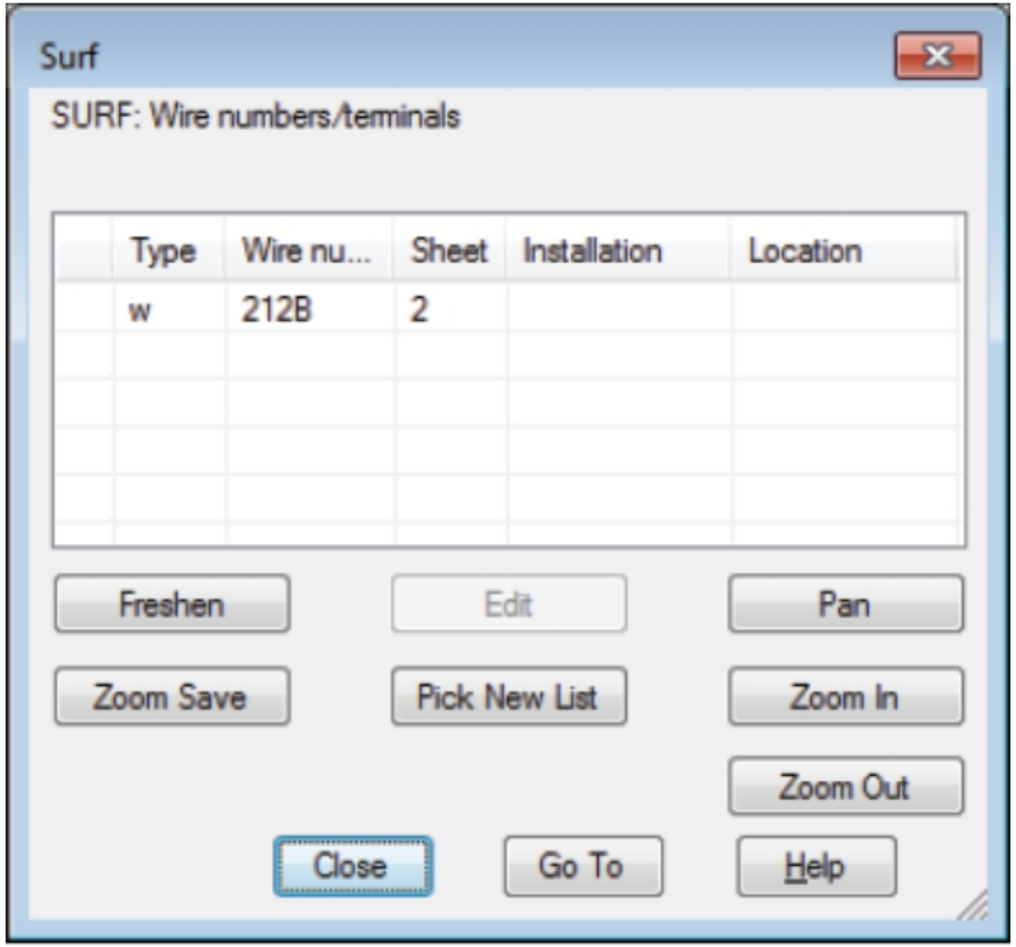

Figure-52. Surf dialog box
- Click on the **Surf** button from the shortcut menu. The **Surf** dialog box will be displayed; refer to Figure-52.